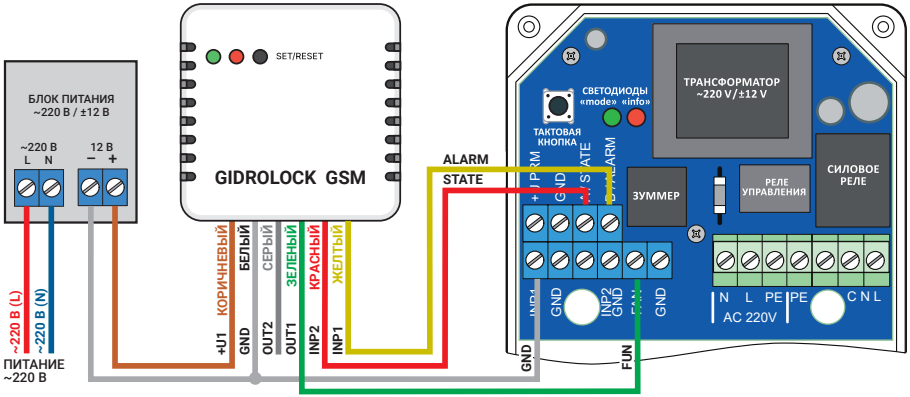

Рис. 5. Схема подключения GSM-модема GIDROLOCK с внешним блоком питания (пример подключения).
5.6 К блоку управления можно подключить **GSM-модем GIDROLOCK**. Схема подключения приведена на рис.5. Для питания GSM-модема GIDROLOCK потребуется внешний отдельный блок питания 220В/8…15В (1,0А).